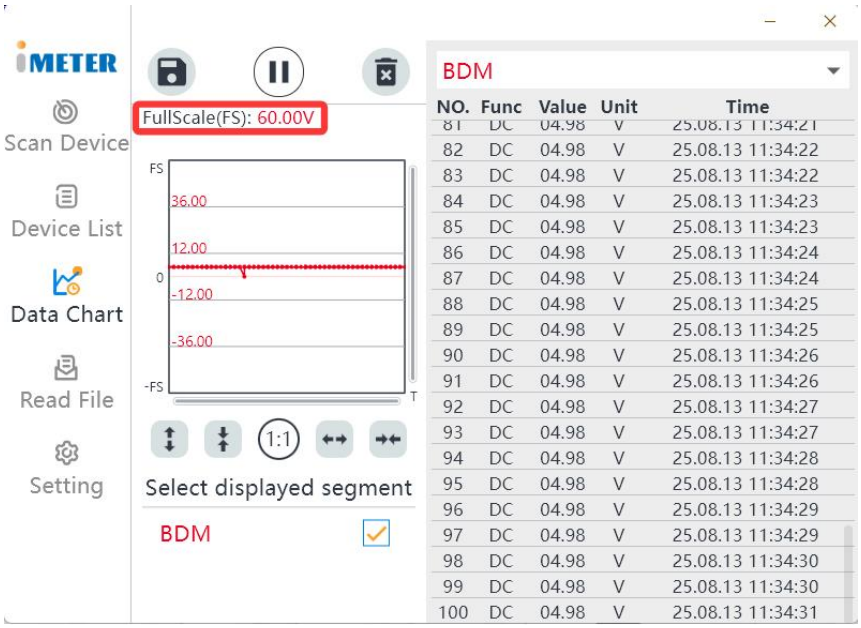

Figure 2
- Figure 2：The reading is 04.98V. Adding a decimal to the third digit of 6000 gives a full scale of 60.00V.